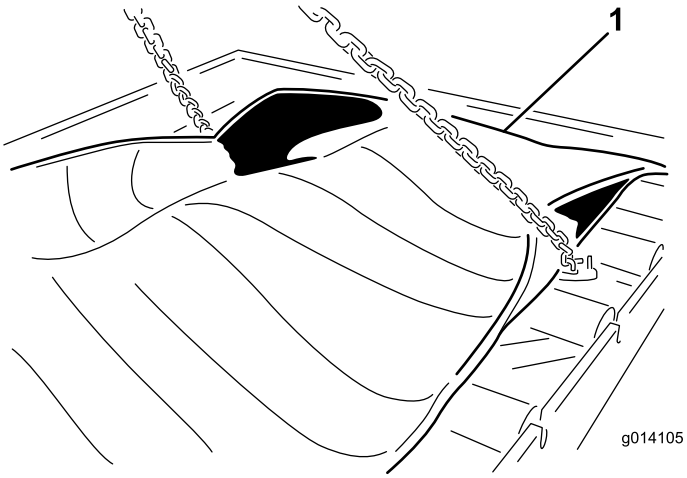

Rysunek 48
23. Usuń (24) śruby, aby poluzować wkład (Rysunek 48).